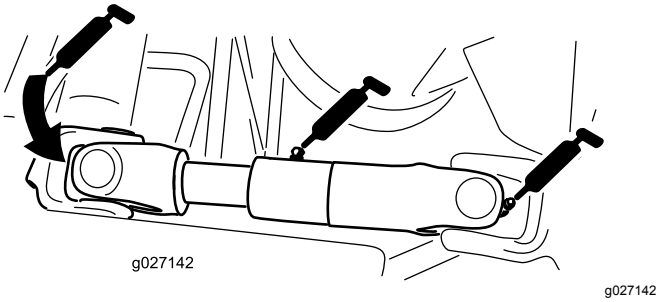

Figur 41
- Pumpens drivaxel, U-led (3) (Figur 41)